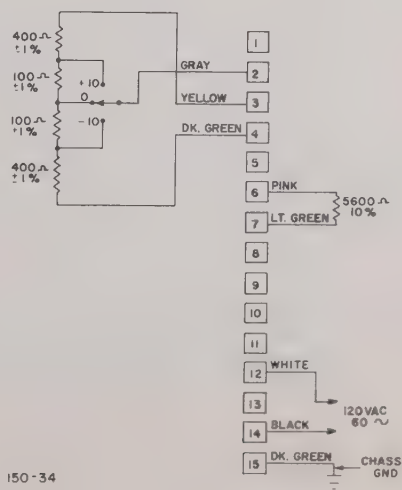

Figure 1. Connections to 15-Wire Test Cable
(1) Remove the controller from its installation and place it on a non-metallic working surface. Wire the interconnecting cable assembly as shown on figure 1, with the test switch in the "0" position.